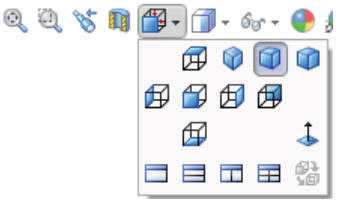

Figure 2-14 *The* ***View Orientation*** *flyout*
14. Choose the **View Orientation** button from the **View (Heads-up)** toolbar; the **View Orientation** flyout is displayed, as shown in Figure 2-14.